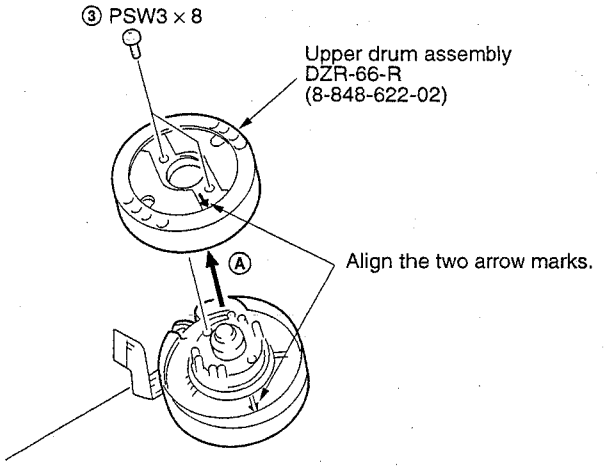

Fig. 8
3) Remove two screws ③ (PSW3×8) and remove the rotary upper drum in the direction of Ⓐ. (Refer to Fig. 8)
2) Align ➡ mark of the rotary upper drum board with the ⇒ mark of the rotary transformer board so that the screw hole on the upper drum and that on the lower drum are aligned. (Refer to Fig. 8)
4) Tighten the two screws ③ (PSW3×8). (Refer to Fig. 8)
5) Fix the earth shaft ② by tightening the screw ① (+P3×8) so that protrusion at the tip of the earth shaft contacts the center of the drum shaft.